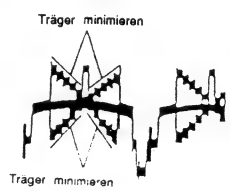

Abb. 4-37
(4) **Weißabgleich (Abb. 4-37 bis 4-43)**
Bei Verwendung eines Oszilloskops (Abb. 4-37)